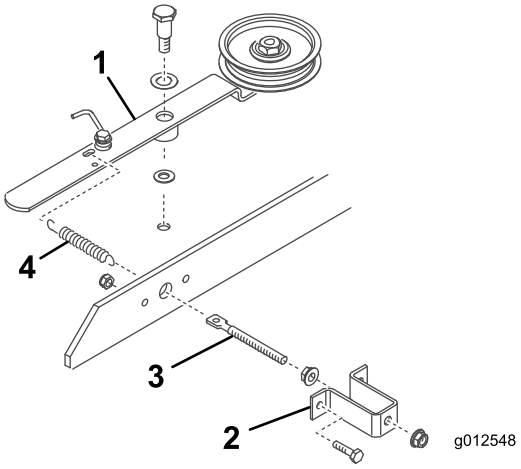

Figura 20
3. Avvitate un dado flangiato (5/16-18 poll.) di circa 5 cm sull'asta filettata (Figura 20).
4. Inserite l'estremità dell'asta filettata nel foro grande nella staffa della molla e fissatela senza serrare con un altro dado flangiato (5/16-18 poll.) (Figura 20). Non serrate i dadi flangiati.
5. Inserite l'altra estremità dell'asta filettata nel foro nella barra ponte e fissate la staffa della molla al ponte con 2 bulloni e dadi di bloccaggio (Figura 20).
6. Agganciate l'anello corto della molla nel foro dell'asta filettata e quello lungo nel foro del braccio del tendicinghia (Figura 20).
7. Montate il braccio della puleggia tendicinghia sul piatto di taglio con i seguenti componenti, in questo ordine: una vite del perno (3/8-16 poll.), una rondella di spinta (1/2 poll.), il braccio del tendicinghia, una rondella di spinta (3/8 poll.), il piatto di taglio e un dado di bloccaggio (3/8-16 poll.) (Figura 20). (Non serrate i dadi flangiati sull'asta filettata a questo punto. Regolate